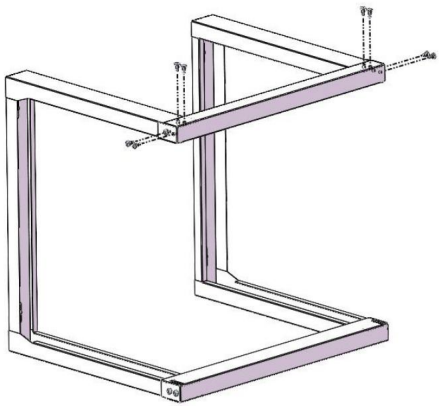

Figur 2
2. Sätt i den övre tvärbalken (2) i vänster U-stöd (1) och höger U-stöd (1). Fäst med 8 st. M5-monteringsskruvar (4). Se figur 2.